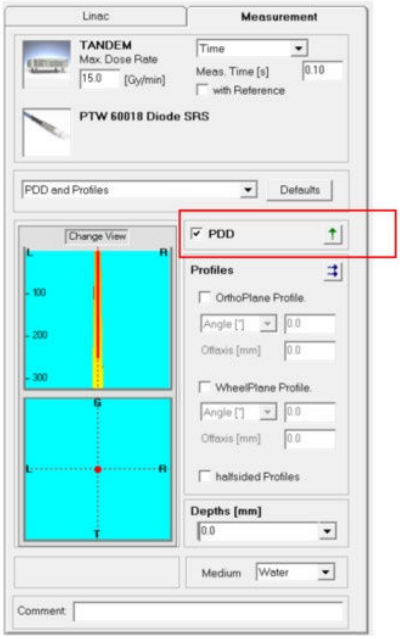

Figura 1-17. Selección de PDD
e. En la pestaña Measurement (Medición), ingrese la información tal como se muestra a continuación. Asegúrese de que solo esté seleccionado PDD y que la fleche esté orientada hacia arriba (consulte la figura 1-17).